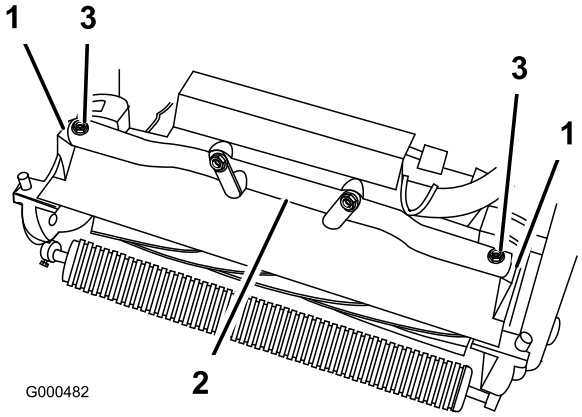

Figure 5
4. Tournez le châssis du groupe de déplacement (Figure 5) en avant jusqu'à ce qu'il s'engage avec les bras de pivot du plateau de coupe.
5. Fixez le châssis du groupe de déplacement aux bras de pivot du plateau de coupe avec (2) boulons M10 x 25 mm (Figure 5)